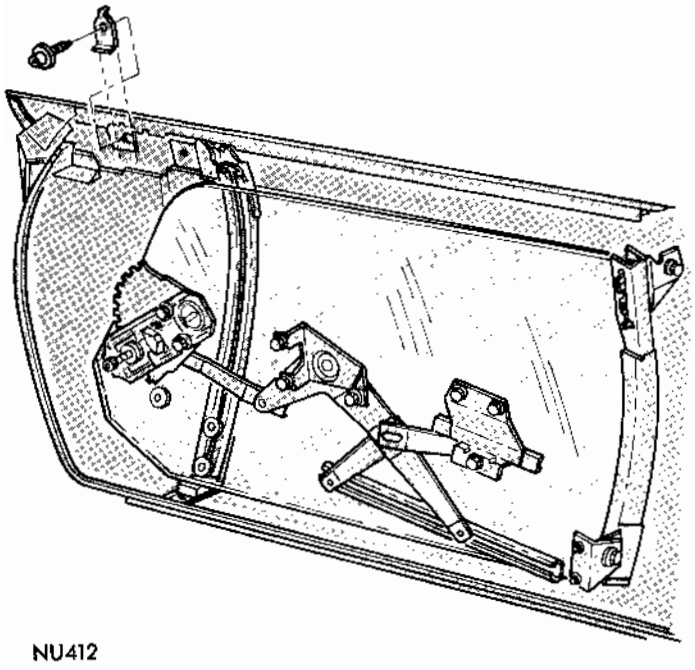

Fig. 2 - Glass Up-Stops
(4) Move pivot bracket fore or aft and set glass parellel to weatherstrip locating bead at primary sealing lip.
(5) Tighten pivot bracket and support screw assemblies.
(6) Set front up-stop down against bumper on glass.
(7) Tighten up-stop bracket screw on inner panel (Fig. 2).
(8) Set rear channel up-stop wedge down against stop in rear frame.
(9) Tighten rear channel and bracket upper attachment screw.
The glass up-stop (Fig. 2) is attached to the door outside panel belt reinforcement with a screw and washer assembly. Engage tab on stop with slot in reinforcement.